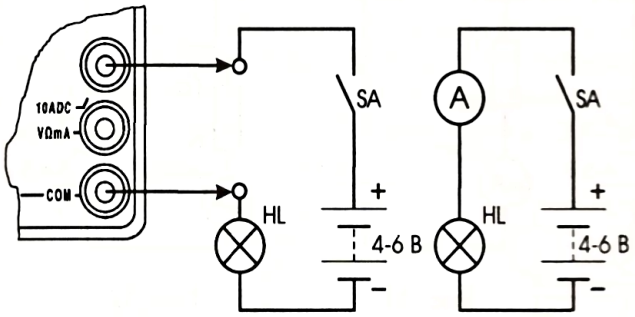

Рис. 7
2. Только для измерения силы постоянного тока на пределе «10 А» красный провод включается в верхнее гнездо «10ADC» (рис. 7, а). При остальных измерениях красный провод включается в среднее гнездо «VΩmA».
1. Подключите черный провод (щуп) к разъему «COM» (нижнее гнездо), а красный к разъему «10ADC» (верхнее гнездо) (рис. 7, а).
Соберите поочередно электрические цепи (рис. 7, 8, 9), в которых произведите измерение силы тока. Повторите измерения, изменив полярность включения щупов в цепь, и объясните причину появления знака «-» на дисплее.